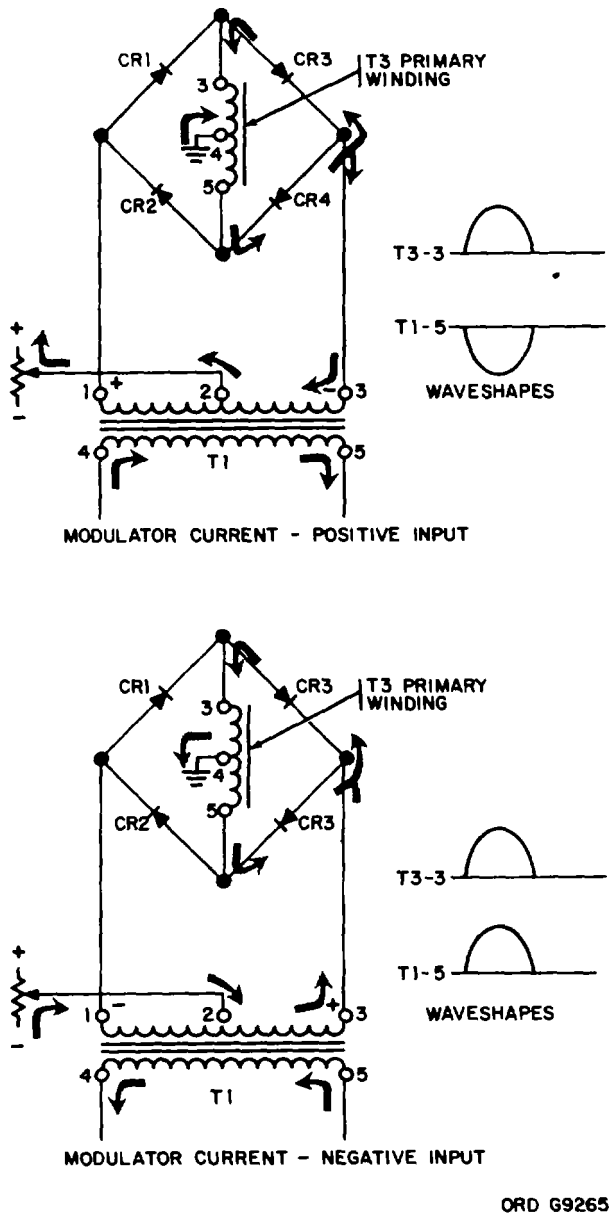

Figure 11. Modulator current flow.
c. With the ac reference positive and a positive de input, current flow in the modulator circuit is as follows. (See figure 11, where diodes are numbered for convenience in explaining operation.) Note that the ratio between dc input and ac reference amplitudes at the diode ring is at least 1: 40. Starting from the center tap of T3 secondary winding, current flows through the winding, out T3 terminal 5, and through CR4. At the junction of CR4 and CR3, current divides. Because the positive potential at this point resulting from the dc input signal is low compared to the positive potential on the other side of CR3, CR3 is forward biased and a large part of the current flows through CR3 and back through T3 secondary. A second part of the current flows through T1 primary, out the centertap, to ground through the power supply, and back into T3 secondary through the grounded centertap. This causes current flow in T1 secondary in a direction so that the output at terminal 5 is negative.